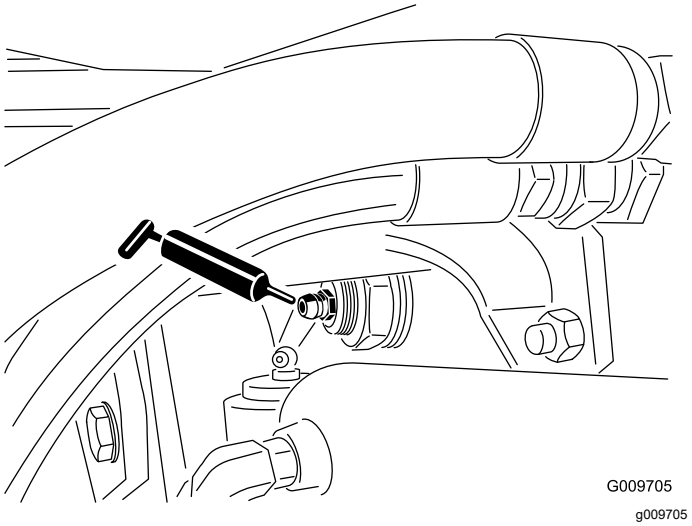

Figura 80
- Articulação do casquilho do eixo traseiro (2) (Figura 80)